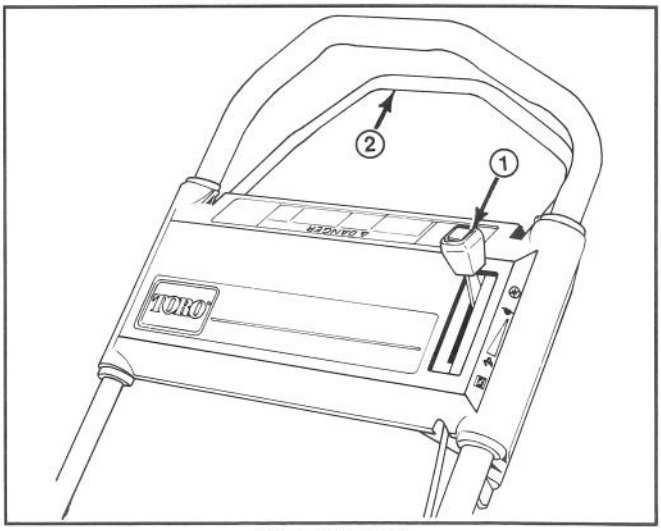
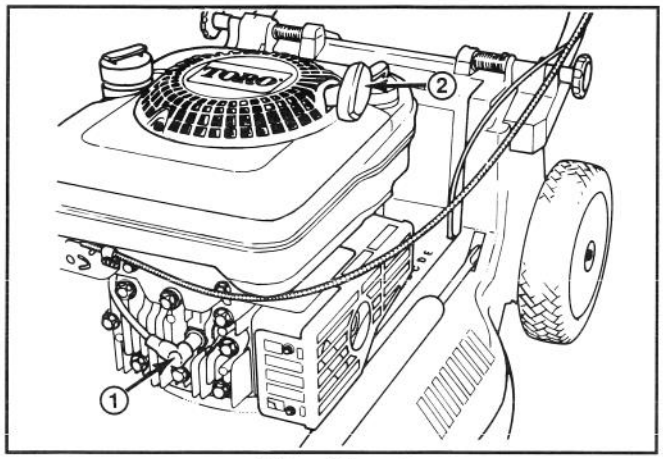

Afbeelding 7
Afbeelding 8
BEDIENINGSSYSTEMEN—Gasklep en bedieningsstang voor de zelfaandrijving bevinden zich op bovenste hendel (Slechts op zelfrijdend model) (Afb. 7). Repeteerstarter bevindt zich boven op motor (Afb. 8).
1. Duw de draad op bougie (Afb. 8).